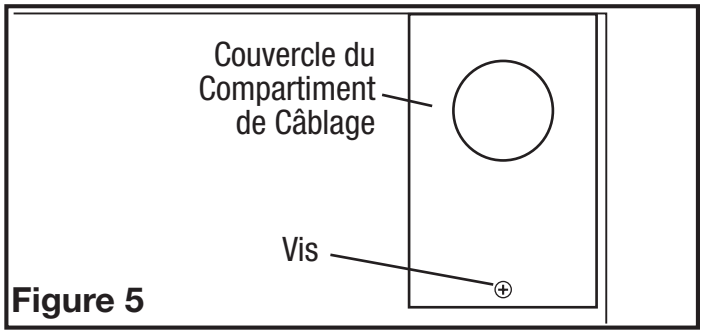

Figure 5
1. Enlever la vis du couvercle du compartiment à câblage et mettre ce couvercle dans un endroit fiable **(Figure 5).**